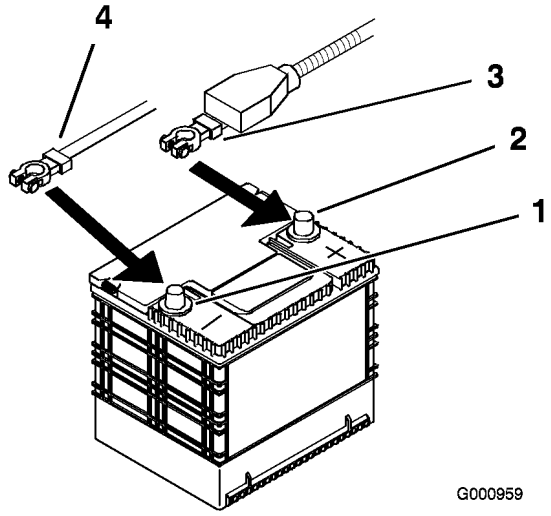

Figur 44
4. Afbryd først det negative batterikabel og jordledningen fra den negative (-) batteripol (Figur 44).
5. Skub den røde klemme af den positive (røde) batteripol. Afmonter derefter det positive (røde) batterikabel (Figur 44).
4. Fastgør kablerne med 2 bolte (1/4 x 3/4 tomme), 2 skiver (1/4 tomme) og 2 låsemøtrikker (1/4 tomme) (Figur 44).